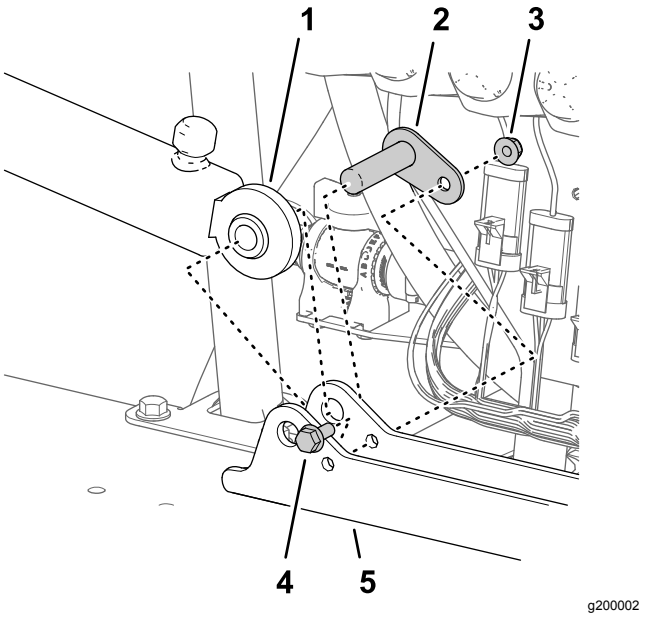

Figur 117
1. Juster den faste ende af løftecylinderen, som du afmonterede i trin 3 i Afmontering af løftecylinderne (side 22), så den passer med 16 mm hullet i cylinderbeslaget (Figur 117).
2. Sæt cylinderen på cylinderbeslaget med drejetappen, flangehovedbolten og flangemøtrikken (Figur 117).